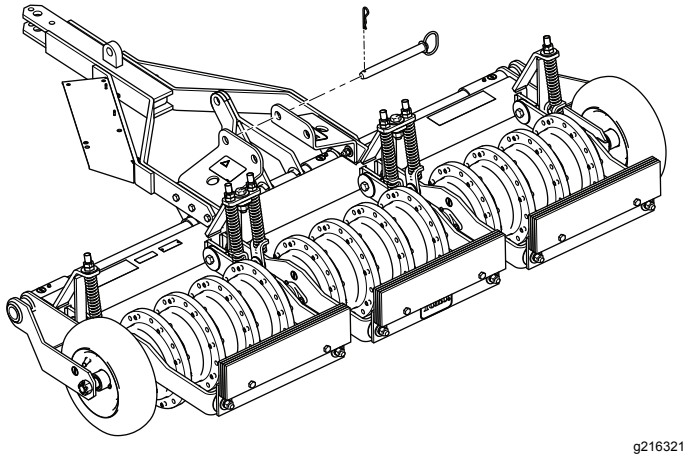

**Figur 7**
5. Monter låsepinnen og fest den med den lille hårnålssplinten, som vist i Figur 7.